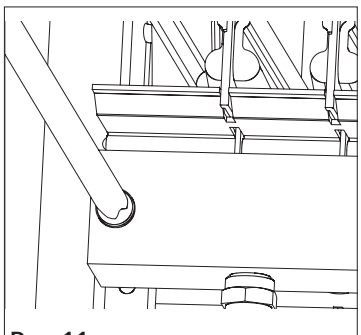

Рис. 11
- открутить винты крепления диффузора (рис. 11)